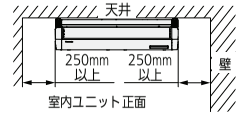

図1
- サービス時の作業用スペースを考慮してください。（図 1,2）